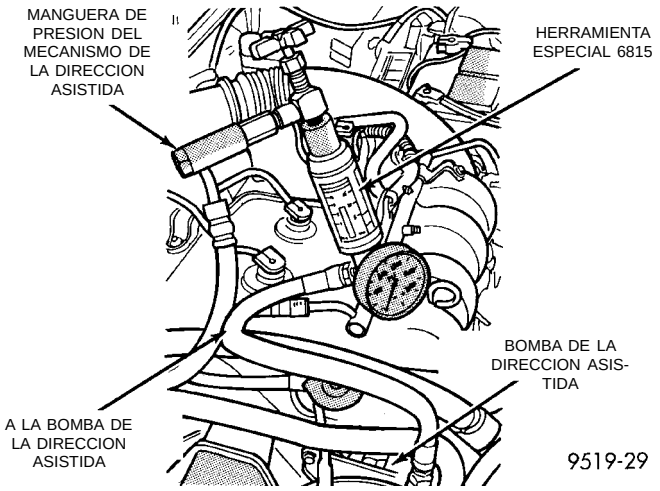

Fig. 3 Aparato de prueba de presión/flujo de la bomba de la dirección asistida conectada a la bomba de la dirección asistida
(1) Verifique la tensión de la correa de transmisión de la bomba de la dirección asistida y ajústela según sea necesario.
(2) Desconecte la manguera de presión de líquido de la bomba de la dirección asistida. Utilice un recipiente para drenar el líquido.
(3) Conecte el Indicador de presión del equipo de la Herramienta especial 6815 (Fig. 3) a ambas mangueras mediante la conexión de los adaptadores.
(4) Abra por completo la válvula de la Herramienta especial 6815 (Fig. 3).
(5) Ponga en marcha el motor y déjelo funcionar al ralentí lo suficiente como para que el líquido de dirección asistida circule a través del aparato de prueba de flujo/presión y extraiga el aire del líquido. Después apague el motor.
(6) Verifique el nivel de líquido de dirección asistida y añada líquido según sea necesario. Vuelva a poner el motor en marcha y déjelo funcionar al ralentí.
(7) La lectura del indicador debe estar por debajo de 862 kPa (125 psi). Si es superior a ese valor, revise posibles obstrucciones en las mangueras y repare según sea necesario. La lectura de la presión inicial debe estar en la escala de 345 a 552 kPa (50-80 psi). La lectura del medidor de flujo debe estar entre 5,0375 y 5,425 litros por minuto (1,3 y 1,4 gal. por minuto)